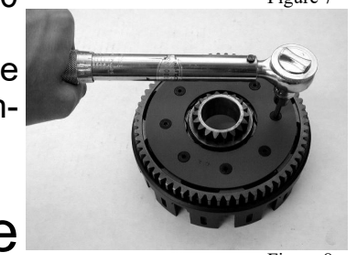

Figure 8
- Install the new retainer plate with the new 10X24-5/8” screws and tighten them to 40 in/lbs (Figure 8)